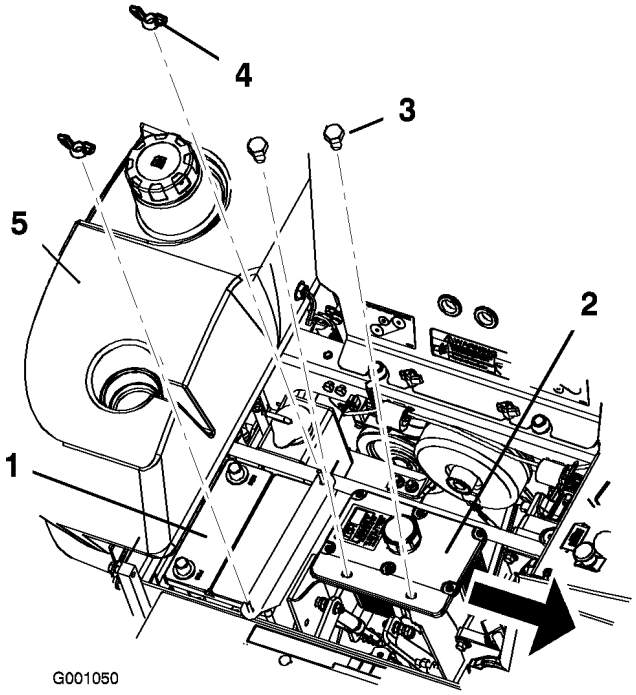

Figur 45
6. Fjern de to vingemøtrikker (1/4 tomme), som fastholder batteriets spændestykke (Figur 45).
7. Løsn de to bolte, der holder hydrauliktanken (Figur 45).
1. Placer batteriet i bakken, så polerne vender væk fra hydrauliktanken (Figur 45).
6. Fastgør batteriet med J-bolte, hold spændestykket og 2 skiver (1/4 tomme) nede og 2 vingemøtrikker (1/4 tommer) (Figur 45).